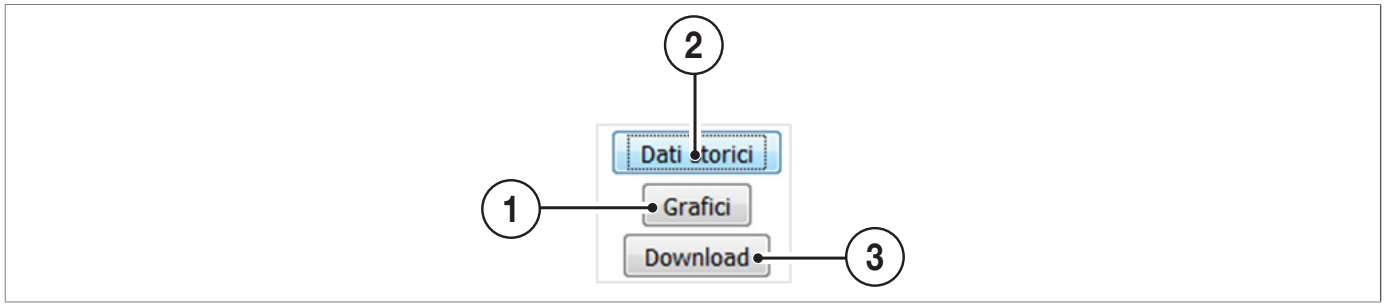

Fig. 5.14. Opzioni per la visualizzazione dei dati storici
In “Dati storici” è possibile visualizzare i dati storicizzati in formato grafico (1) o di testo (2) e di scaricarli (3), scegliendo uno dei tre sottomenù disponibili (Fig. 5.14):